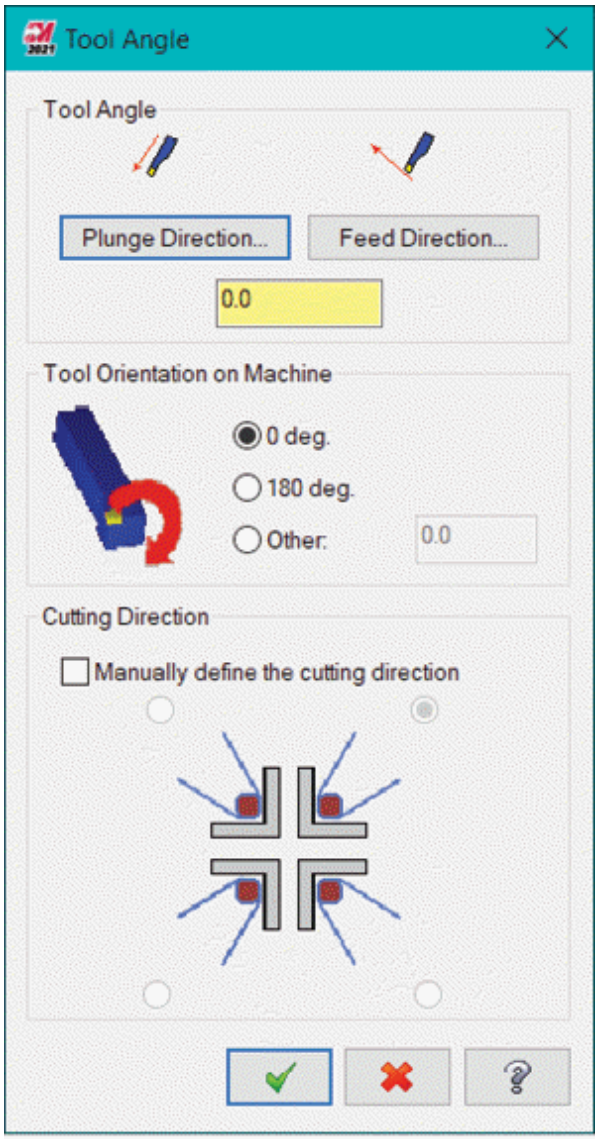

Figure-41. Tool Angle dialog box
- To set the angle of tool in lathe, click on the **Tool Angle** button from the dialog box. The **Tool Angle** dialog box will be displayed; refer to Figure-41.